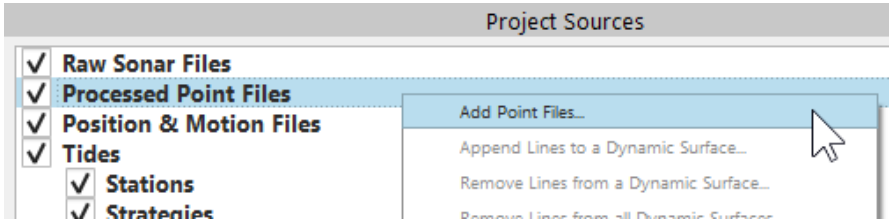

Figure 2c. *Add Processed Point Files under Project Sources.*
- By right clicking "Processed Point Files" in the Project Sources Dock and selecting "Add Point Files" (see Figure 2c).